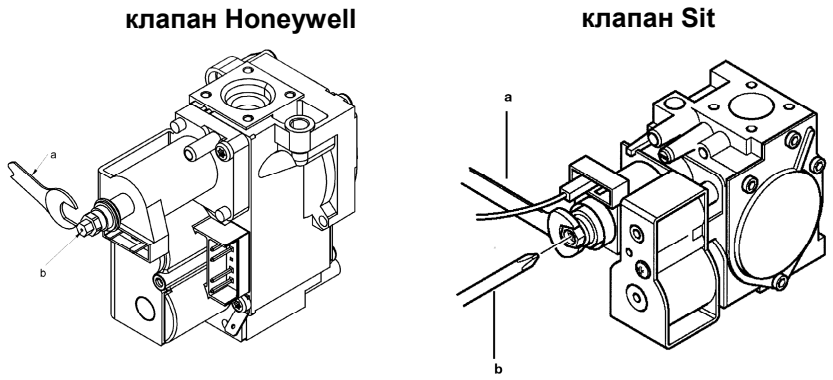

Рис.11
- Проверить давление газа на горелке согласно таблице 1 для соответствующей модели котла и соответствующего типа газа. При необходимости снять крышку модулятора и поворачивать латунный винт (винт **a**, рис.11) до достижения давления, указанного в таблице 1 для соответствующей модели котла и соответствующего типа газа.
- Отсоединить провод питания модулятора. Котел перейдет в режим минимальной мощности. Проверить давление газа на горелке согласно таблице 1 для соответствующей модели котла и соответствующего типа газа. При необходимости и поворачивать винт (винт **b**, рис.11) до достижения давления, указанного в таблице 1 для соответствующей модели котла и соответствующего типа газа.